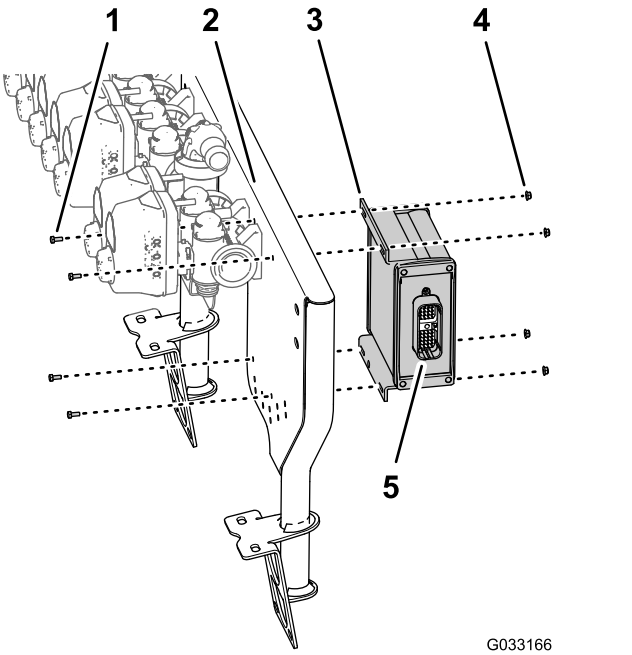

**Figur 86**
1. Juster sprøjtestyreenheden på den fremadvendte side af ventilbeslaget, så den passer med den udadvendte konnektor med 40 ben (Figur 86).
2. Monter sprøjtestyreenheden på ventilbeslaget (Figur 86) med de 4 bolte (4 x 10 mm) og 4 flangelåsemøtrikker (4 mm).